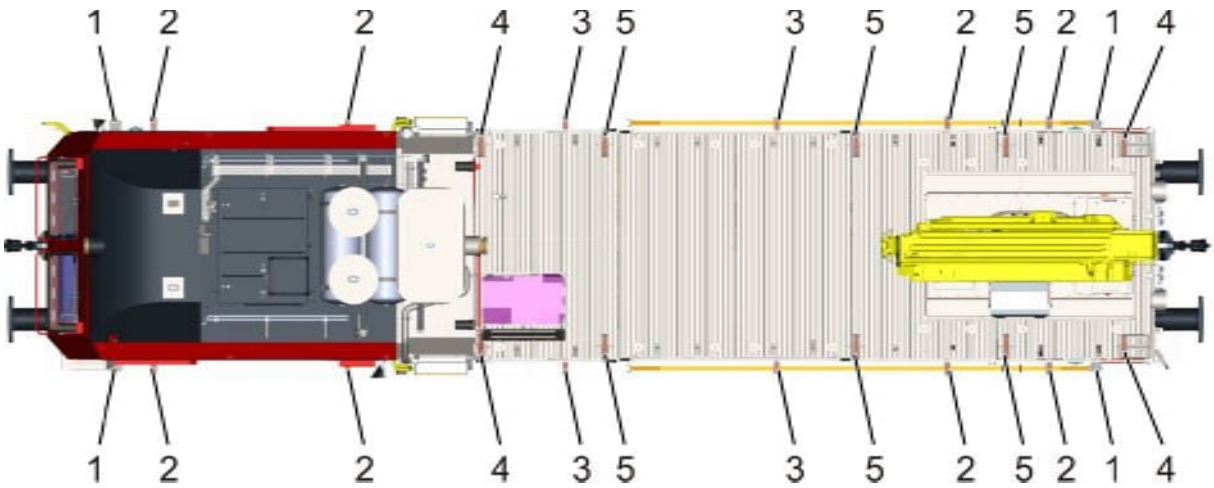

Fig. 129: Disposizione dei supporti per gli spezzoni di rotaia
Occorre assicurarsi che i supporti per spezzoni di rotaia, cfr. Fig. 129 (4) e (5), siano inseriti sulla superficie di carico.
Posizionare gli spezzoni di rotaia in corrispondenza diretta con la battuta sul lato gru, cfr. Fig. 129 (1) o (4).